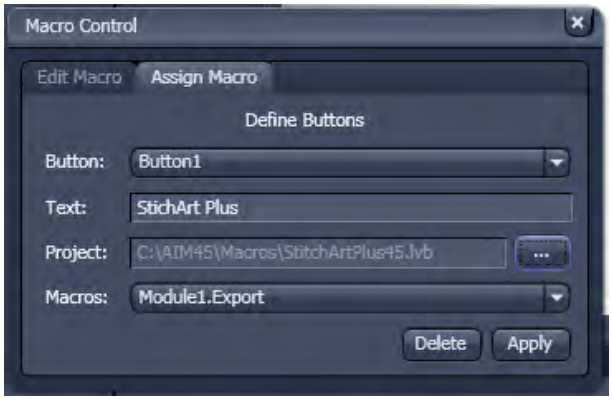

Fig. 8 **Macro Control window – Assign Macro**
- Press the **Assign Macro** tab to switch to the **Assign Macro** panel (see Fig. 8).